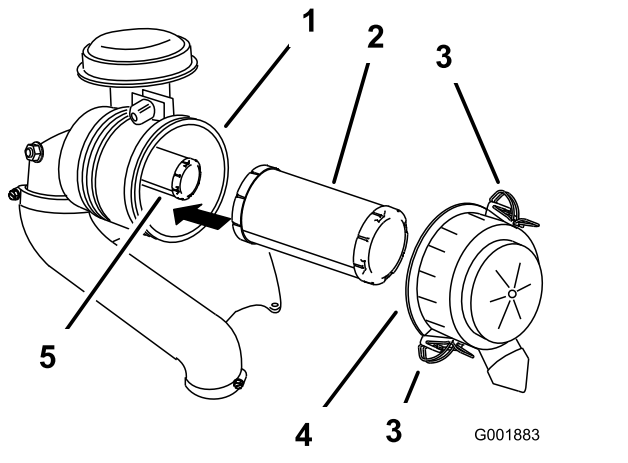

Figure 41
3. Déverrouillez le filtre à air et détachez le couvercle du boîtier du filtre (Figure 41).
5. Sortez le préfiltre du boîtier du filtre avec précaution (Figure 41).
2. Si vous remplacez l'élément interne, insérez-le avec précaution dans le boîtier du filtre (Figure 41).
3. Glissez ensuite le préfiltre sur l'élément de sécurité avec précaution (Figure 41).
4. Remettez en place et verrouillez le couvercle du filtre à air (Figure 41).